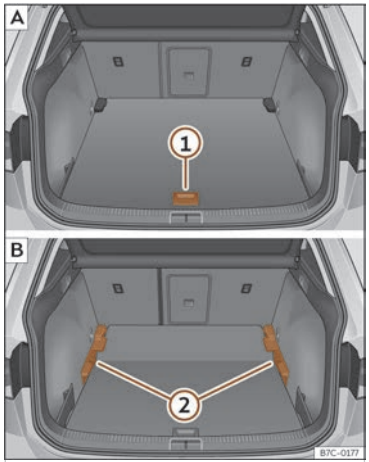

Abb. 166 Variabler Gepäckraumboden: A Hochstellung; B Tiefstellung.
- Um von der niedrigen in die hohe Position überzugehen, heben Sie den Boden am Haltegriff ››› **(Abb. 166)** ① an und ziehen Sie ihn nach hinten, bis der vordere Teil des Bodens vollständig über den Halterungen ② liegt.
- Den Gepäckraumboden nun bis zum Anschlag an den Rücksitzlehnen nach vorne schieben und mit Hilfe des Haltegriffs ① absenken.
- Um von der hohen in die niedrige Position überzugehen, heben Sie den Boden am Haltegriff ››› **(Abb. 166)** ① an und ziehen Sie ihn nach hinten, bis der vordere Teil des Bodens vollständig über den Halterungen ② liegt.
- Den vorderen Teil auf den Boden absenken und diesen bis zum Anschlag an den Rücksitzlehnen nach vorn verschieben und dabei den Boden gleichzeitig mit Hilfe des Haltegriffs ① absenken.
- Bei einem variablen Boden in hoher Position diesen am Haltegriff anheben ››› **(Abb. 166)** ①, daran ziehen und in Richtung der Rücksitzlehne bewegen bis der Boden an der Scharnierlinie eingeklappt wird und sich der bewegliche Teil des Bodens auf diesem befindet.
- Für den Übergang vom hohen zum tiefen Boden den variablen Boden am Griffstück ››› **(Abb. 166)** ① anheben und diesen etwas nach hinten ziehen.
- Drücken Sie den variablen Gepäckraumboden mit dem Griffstück in Richtung umgeklappter Rücksitze ① und drücken Sie dabei